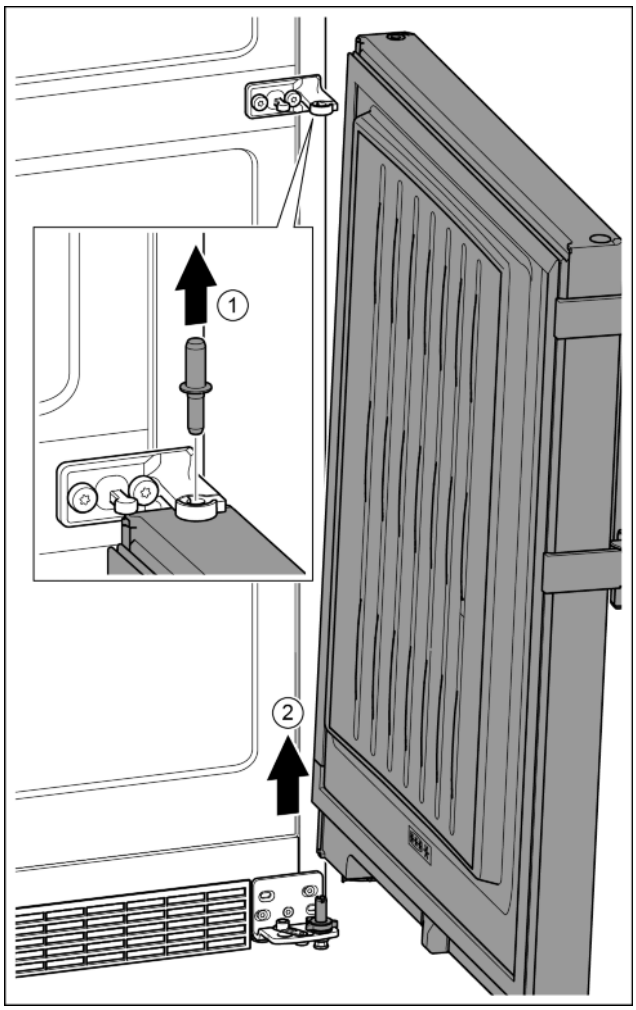

Fig. 11
▶ Remove the bolts in an upward direction. *Fig. 11 (1)*
▶ Swivel the door out, pull it upwards and set it to one side. *Fig. 11 (2)*